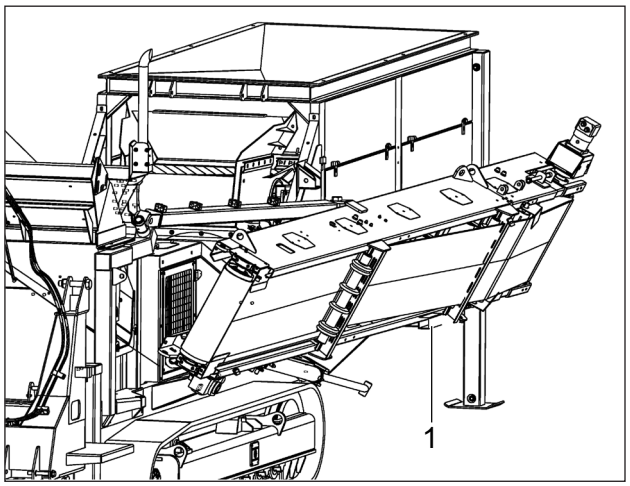

Figure 6.12 - Auxiliary Conveyor Upper Side Rotated Out
5. Rotate the conveyor until rotated into the position shown in Figure 6.12. Stop when the conveyor starts to lift away from the lower transport bracket (Item 1).